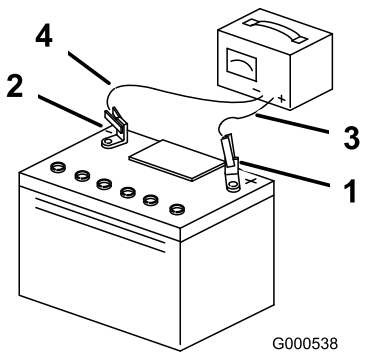

Figur 45
3. Når batteriet er fuldt opladet, skal du tage opladeren ud af stikkontakten og dernæst koble opladningskablerne fra batteriets poler (Figur 45).